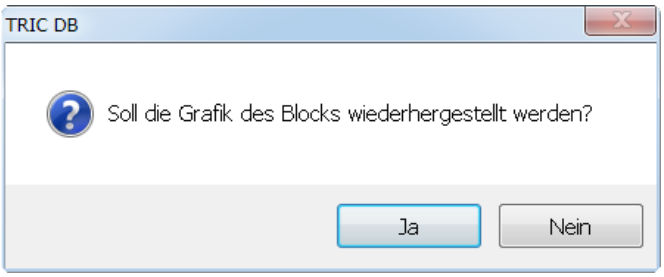

Bild 28.52 – Anfrage für Dia-Aktualisierung
- Nun erscheint die Anfrage, ob die Grafik des Blocks wiederhergestellt werden soll. Bestätigen Sie, so wird das Blockdia – und damit der Block selbst – erstellt (Abb. 28.52).